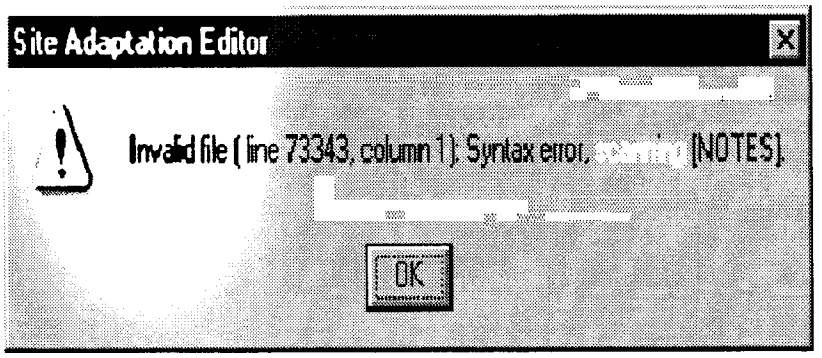

FIGURE 4-33. ERROR DIALOG BOX
(2) A Dialog window (Figure 4-33) is displayed if any syntax or I/O errors are encountered.